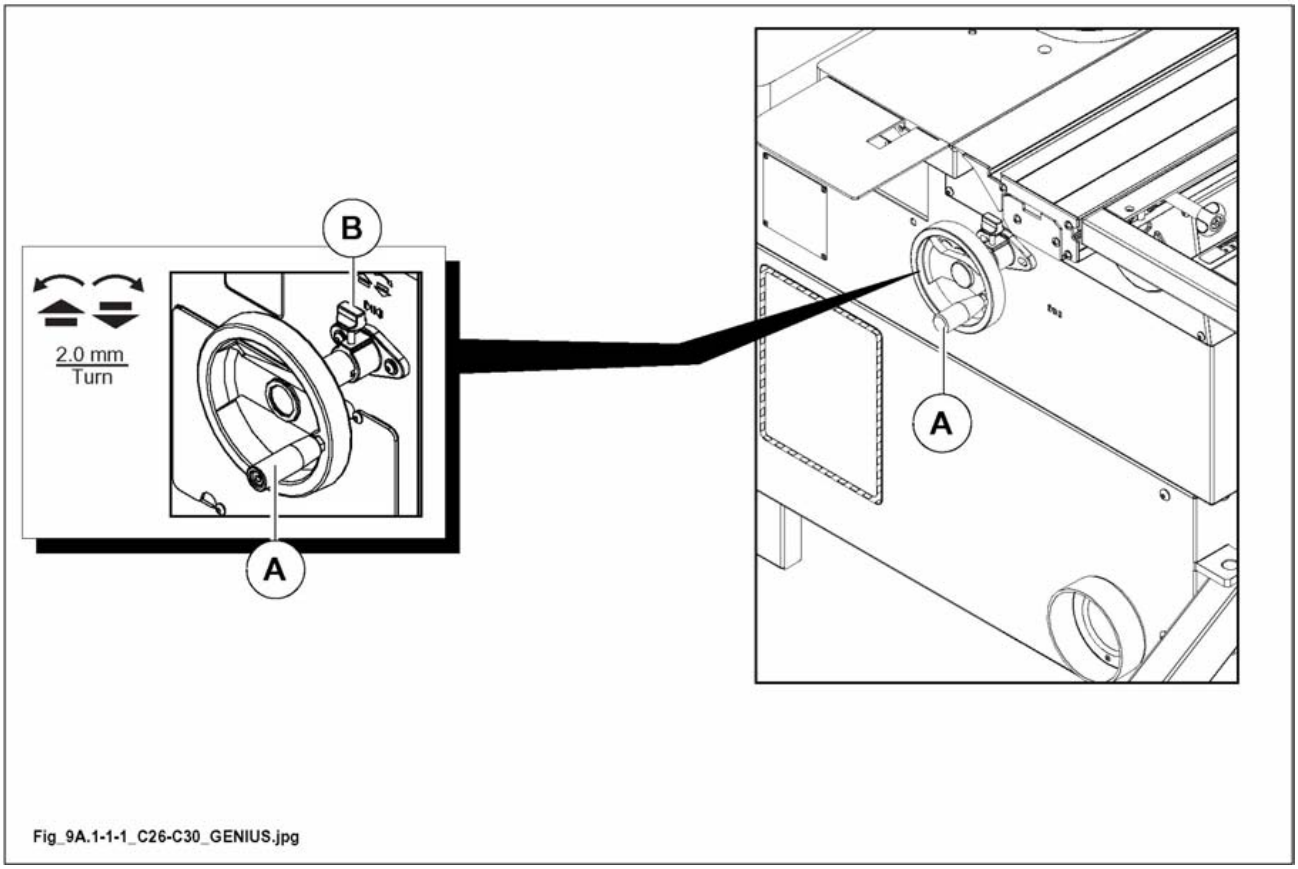

Fig. 9.1-1-1
- Loosen the knob (B fig. 9.1-1-1).
- The spindle height adjusting occurs by means of handwheel (A fig. 9.1-1-1).
- After any adjusting tighten knob (B fig. 9.1-1-1).